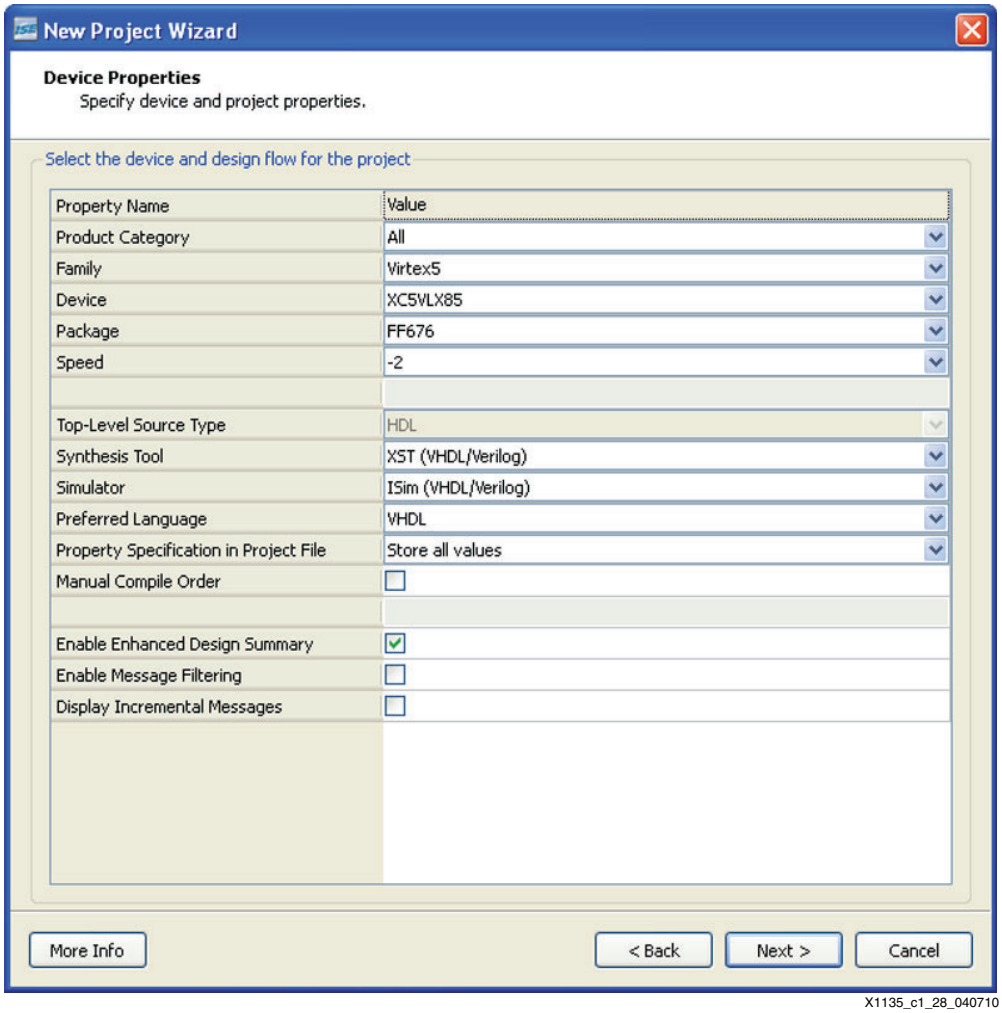

Figure 2-22: **New Project Wizard (Device Properties)**
4. Choose an XC5VLX85-FF676-2 as the target device (see Figure 2-22).